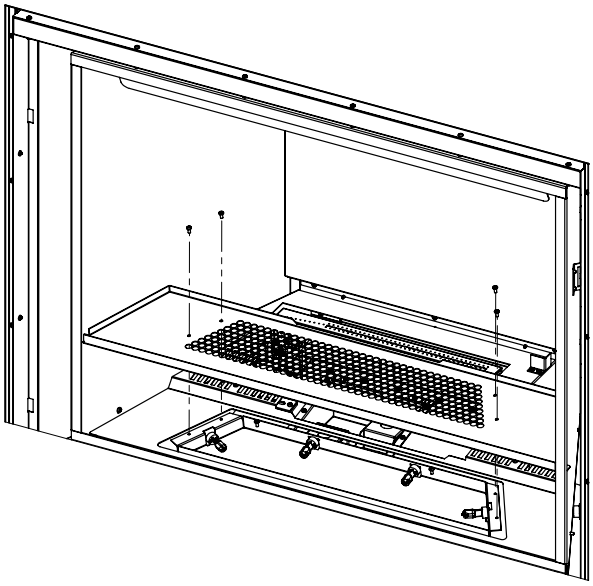

Figure 22. Media Tray Removal
4. Remove media tray by removing the four (4) T-20 screws (see Figure 22).